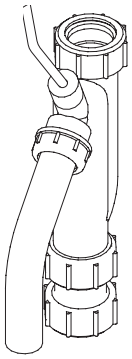

Fig. 28
6.19 CONDENSE TRAP (see fig. 28)
The temperature of the hot water outlet can be adjusted via the operating parameters (see 5.9). The boiler is also fitted with a flow-rate restrictor (see fig. 28) that limits the actual flow of hot water to the taps or outlets. This is to ensure that the boiler maintains a reasonable outlet temperature even if the tap or outlet is fully open.